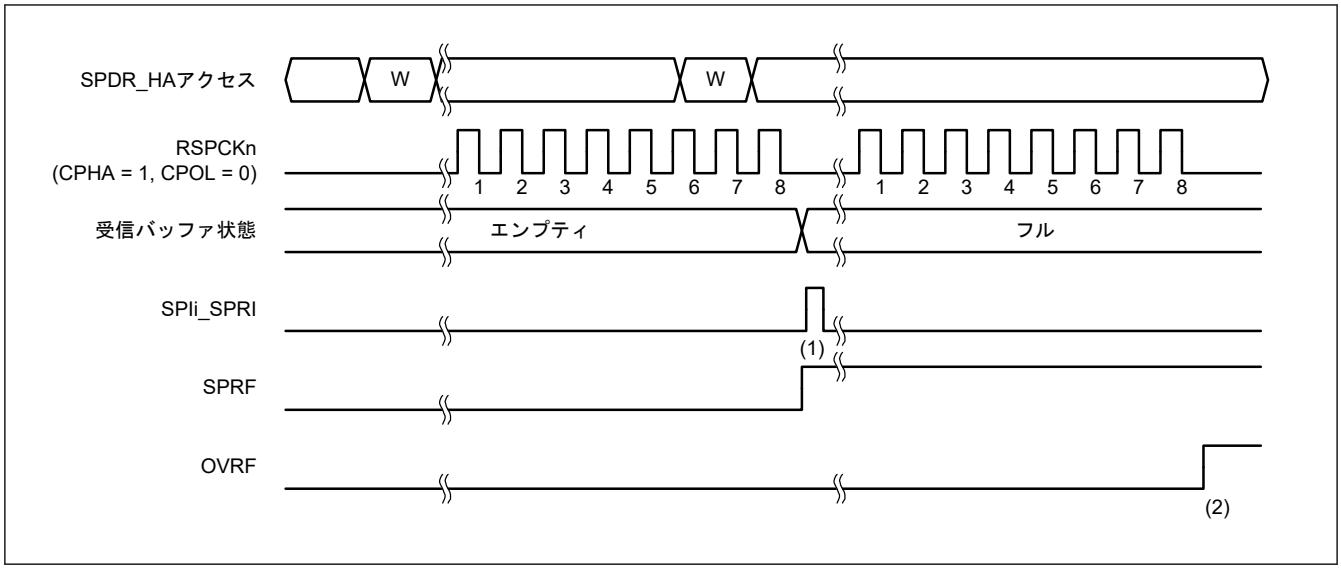
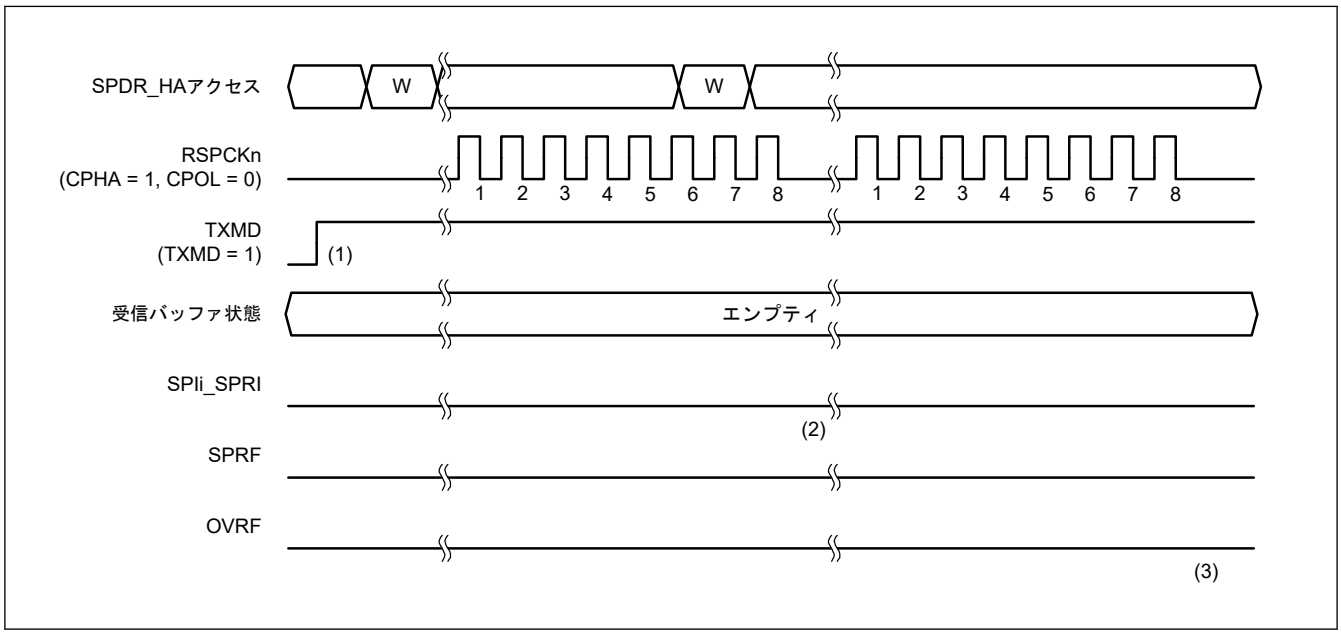
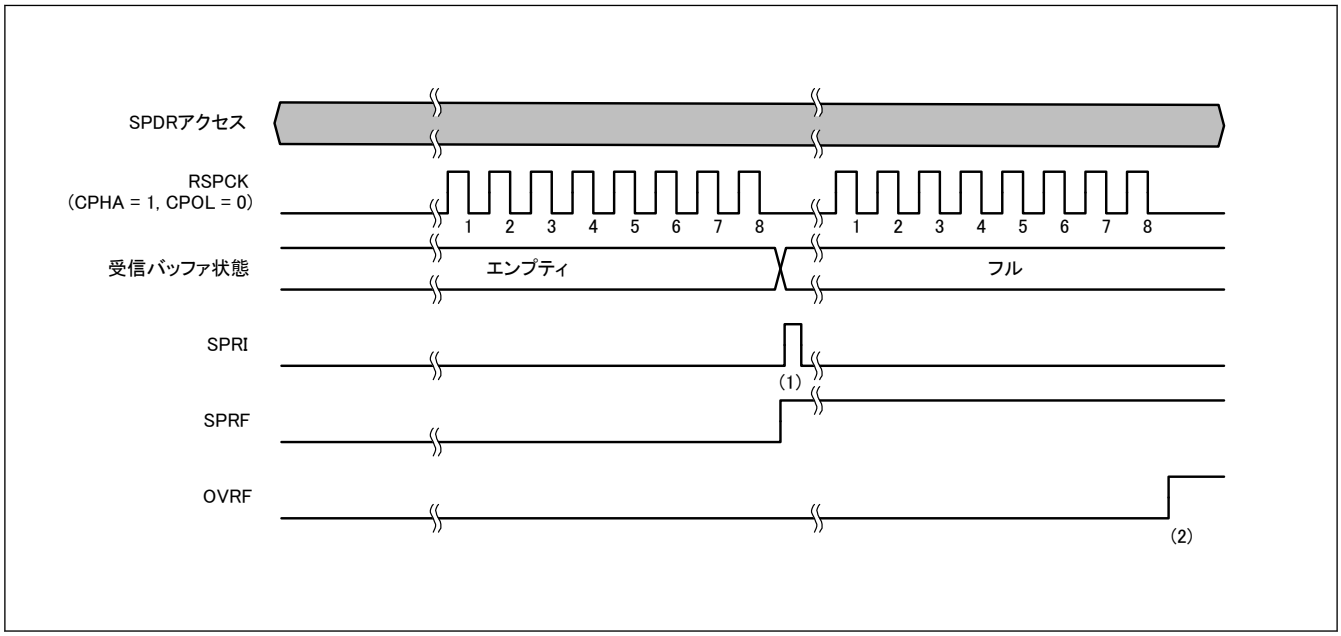

図 28.26 SPCR3.ETXMD = 0 かつ SPCR.TXMD = 0 の動作例
図 28.27 SPCR3.ETXMD = 0 および SPCR.TXMD = 1 の動作例
図 28.28　MSTR = 0 かつ ETXMD = 1 の場合の動作例
通信動作モード選択ビット (SPCR.TXMD) の設定により、全二重同期式シリアル通信または送信のみの動作が選択できます（拡張通信モード選択ビット (SPCR3.ETXMD) が 0 の場合）。SPCR3.ETXMD ビットが 1 の場合、スレーブモード (SPCR.MSTR = 0) で SPI の動作は受信のみです。これは SPCR.TXMD ビットが SPI の動作に影響を及ぼさないためです。図 28.26、 図 28.27、および図 28.28 に記載した SPDR アクセスは、SPDR レジスタへのアクセス状況を示しています。W は書き込みサイクルを示しています。
図 28.26 に、SPI コントロールレジスタ 3 (SPCR3) の拡張通信モード選択ビット (ETXMD) を 0、通信動作モード選択ビット (SPCR.TXMD) を 0 にした場合の動作例を示します。この例では、SPDCR.SPFC[1:0]ビットが 00b、SPCMDm.CPHA ビットが 1、SPCMDm.CPOL ビットが 0 の設定で、SPI が 8 ビットのシリアル転送を実行しています。RSPCKn 波形の下に記載した数字は、RSPCK サイクル数（= 転送ビット数）を示しています。
以下に、図 28.26 の (1)、(2) に示したタイミングでのフラグ動作を説明します。
図 28.27 に、拡張通信モード選択ビット (SPCR3.ETXMD) を 0 にした場合および通信動作モード選択ビット (SPCR.TXMD) を 1 にした場合の動作例を示します。この例では、SPDCR.SPFC[1:0]ビットが 00b、SPCMDm.CPHA ビットが 1、SPCMDm.CPOL ビットが 0 の設定で、SPI が 8 ビットのシリアル転送を実行しています。RSPCKn 波形の下に記載した数字は RSPCK サイクル数（= 転送ビット数）を示しています。
以下に、図 28.27 の (1)～(3) に示したタイミングでのフラグの動作内容を説明します。
SPI コントロールレジスタ (SPCR) の SPI マスタ／スレーブモード選択ビット (MSTR) を 0 に設定し、SPI コントロールレジスタ 3 (SPCR3) の拡張通信モード選択ビット (ETXMD) を 1 に設定した場合の動作例を図 28.28 に示します。SPI データコントロールレジスタ(SPDCR) の SPFC[1:0]ビット = 00b、SPI コマンドレジスタ (SPCMD) の CPHA ビット = 1、SPCMD の CPOL ビット = 0 の設定で、SPI が 8 ビットデータシリアル転送をする例を図 28.28 に示します。RSPCK 波形の下の番号は、RSPCK 周期の番号（転送ビットの番号）を示します。